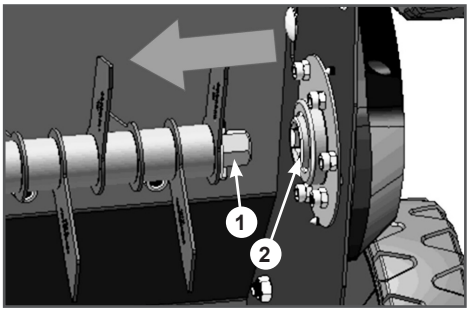

Рис. 29 Снятие рабочего валика
6. Потяните рабочий валик в сторону и выведите шестигранный вал 1 рабочего валика из зацепления с шестигранным переходником 2 вала привода (Рис. 29).